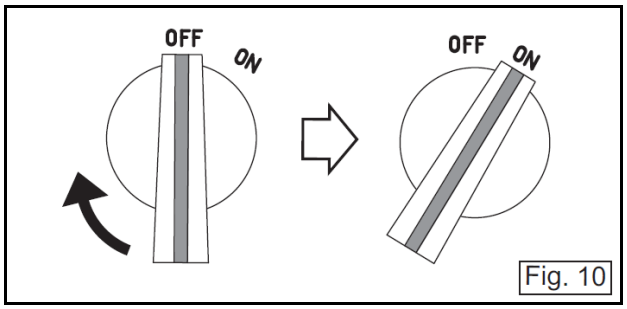

Fig. 10
5. Vrid motorströmbrytaren, på den bakre skyddshuven, till läge "ON" (Fig. 10)